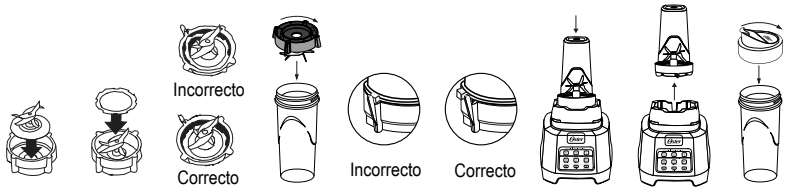

Fig. 12 Fig. 13 Fig. 14 Fig. 15 Fig. 16 Fig. 17 Fig. 18 Fig. 19 Fig. 20
1. Coloque la cuchilla dentro del disco de fondo roscado gris para el vaso Blend-N-Go (Fig. 12). **ADVERTENCIA:** La cuchilla es afilada. Manipúlela con cuidado.